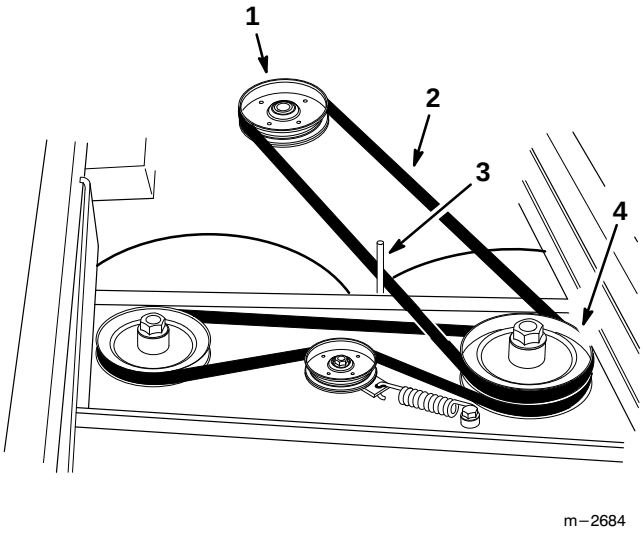

Figure 28
4. Remove the worn drive belt (Fig. 28).
5. Install the new drive belt onto the traction unit drive pulley and the top pulley on the left spindle (Fig. 28).
7. Check the position of the belt guide. The guide should be positioned about 1/8” (3 mm) away from the belt. Adjust the belt guide as necessary (Fig. 28).